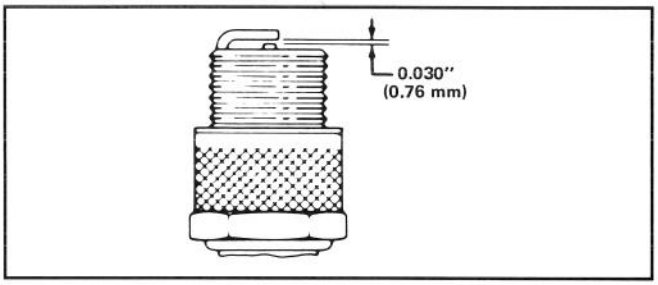

Abbildung 16
3. Den Luftspalt auf 0,76 mm einstellen (Abb. 16). Die auf den korrekten Abstand eingestellte Zündkerze mit einer Dichtungsscheibe versehen und auf 20 Nm anziehen.